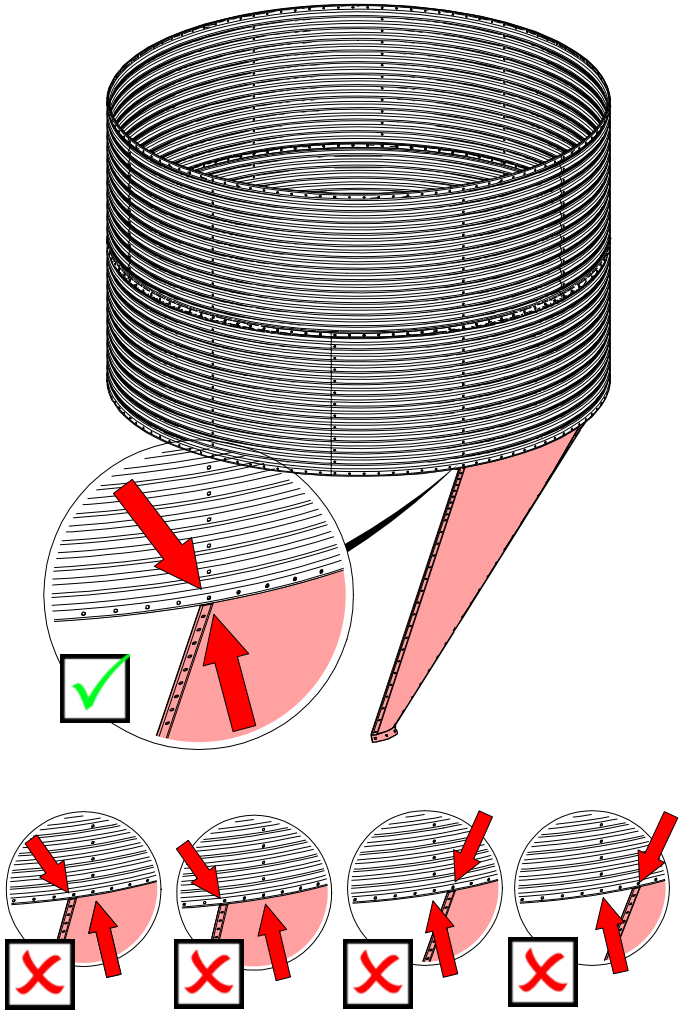

РИСУНОК 11.
6. Вставьте следующие секции, как показано на рисунке, Рисунок 11.